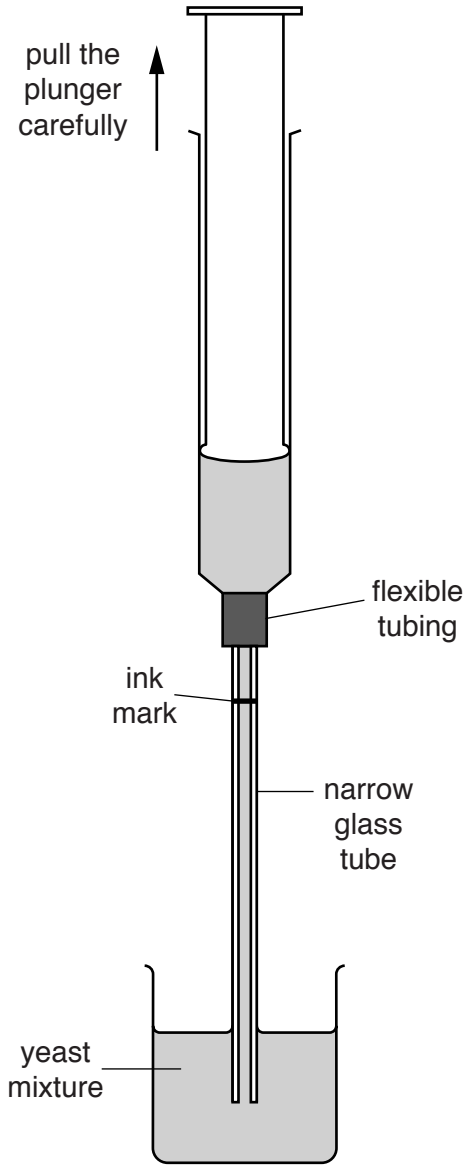

Fig. 1.1a
- Fill the syringe labelled **A**, to the 10 cm^3 mark, with mixture from beaker **A** by pulling the plunger up slowly as shown in Fig. 1.1a.
- Fill the syringe labelled **B**, to the 10 cm^3 mark, with mixture from beaker **B** by pulling the plunger up slowly as shown in Fig. 1.1a.